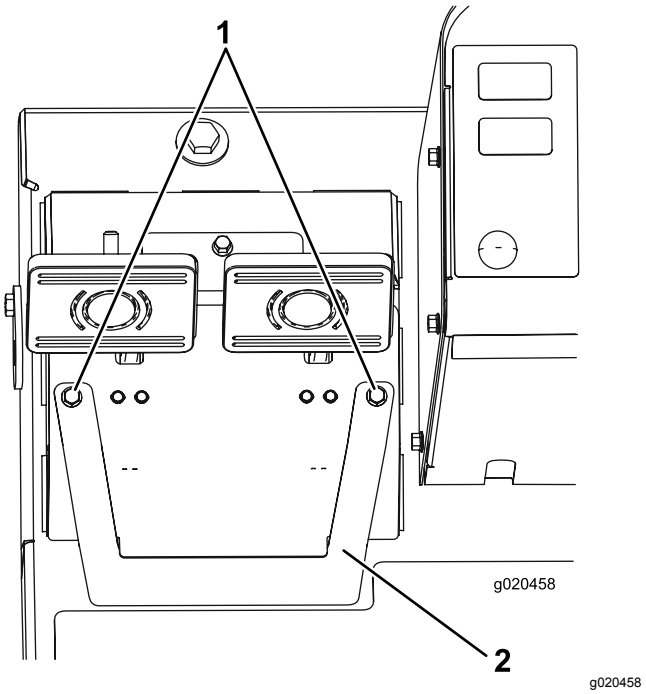

Figur 94
A. Løsne de to monteringsskruene og fjern bremsejusteringsdekselet (Figur 94).